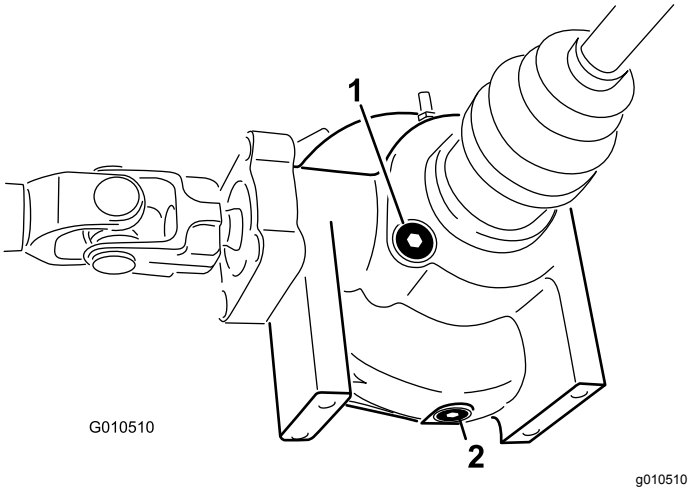

Figur 43
4. Rengjør området rundt påfyllings-/kontrollpluggen på siden av differensialen (Figur 43).
4. Rengjør området rundt tappepluggen på siden av differensialen (Figur 43).